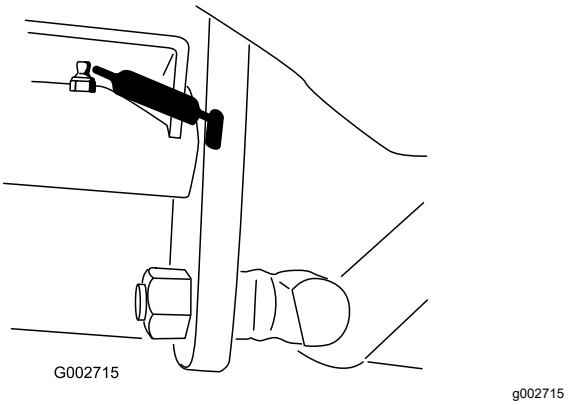

Figuur 20
- 1 lager van draaipunt van tractiepedaal (Figuur 20).